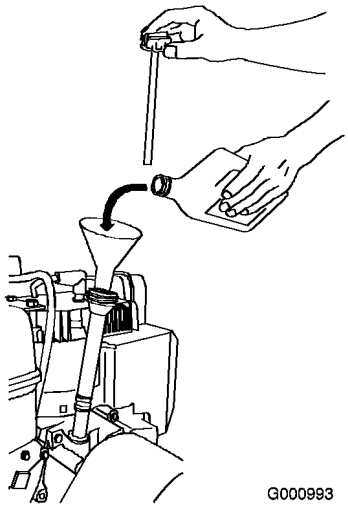

Figur 12
1. Fyll **långsamt** på olja i påfyllningsröret, för att höja nivån till markeringen Full på oljestickan. **Fyll inte på för mycket** (Figur 12).